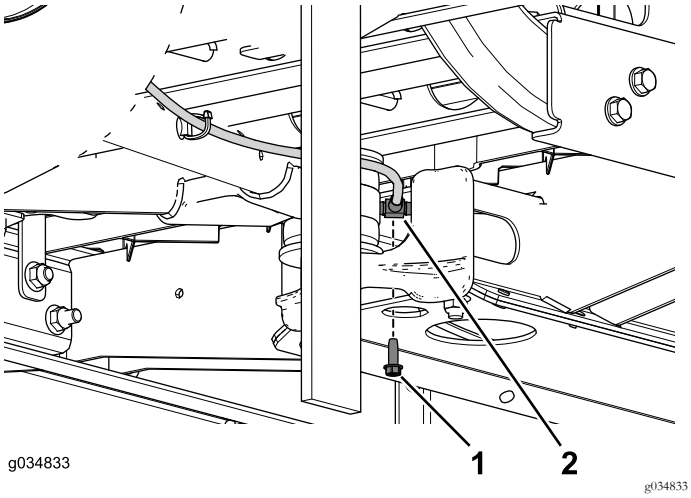

Figure 66
6. Retirez la vis autotaraudeuse qui fixe le raccord en T au profilé central (Figure 66).